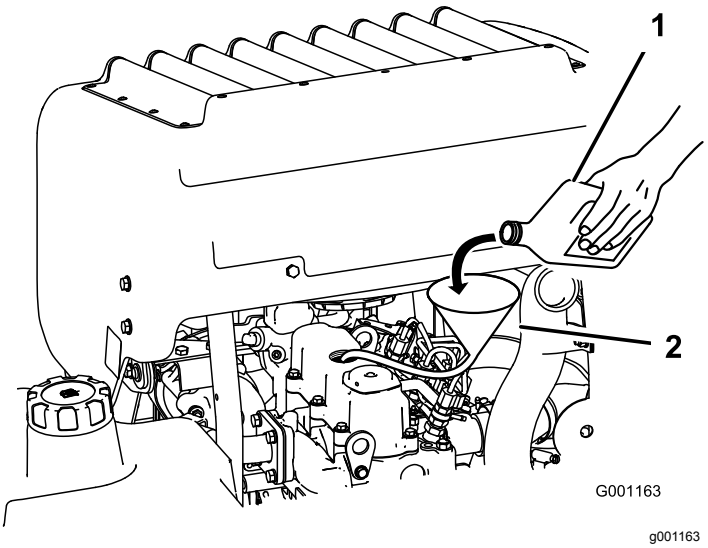

Figur 69
3. Använd en slang och en tratt för att fylla på olja i motorn (Figur 69).